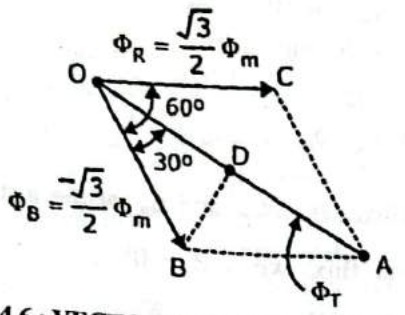

**FIG. 4.6 : VECTOR DIAGRAM WHEN $\theta = 120°$**
The three fluxes $\phi_{R_0}$, $\phi_{Y_0}$ and $\phi_{B_0}$ at the instant when $\theta = 0°$, are shown in the vector diagram of Fig. 4.6.
- The three fluxes $\phi_{R_{120°}}$, $\phi_{Y_{120°}}$ and $\phi_{B_{120°}}$ at he instant when $\theta = 60°$ are shown in the vector diagram of Fig. 4.6.